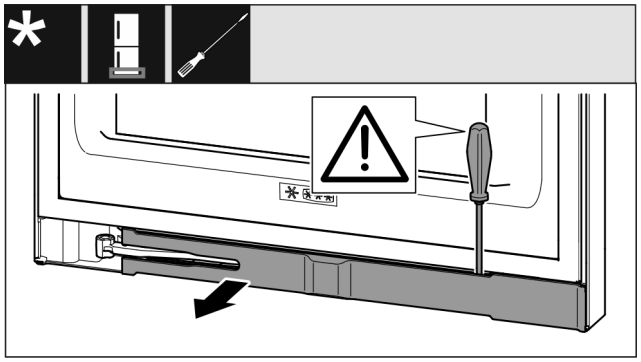

Fig. 17
▶ Plochým šroubovákem vyjměte záslepku a otočte ji ke straně. (viz Fig. 17)